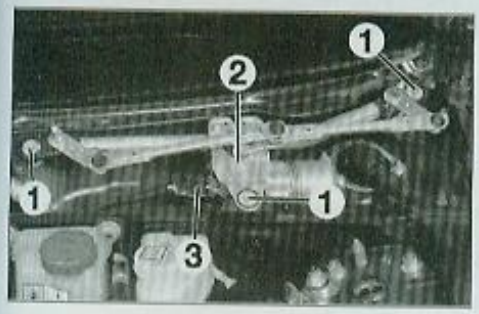

FIG. 9
- les vis de fixation (1) du mécanisme d'essuie-vitre (2) **(Fig.9)**.